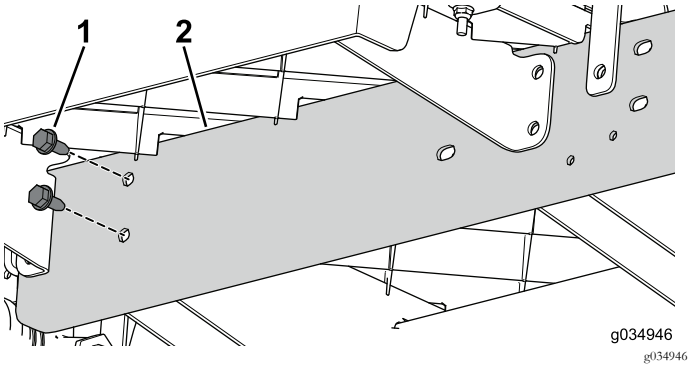

Figur 26
6. Brug de to bolte (5/16 x 3/4 tomme) til løst at montere forlængerskinnen på midterkanalen på den forreste del af maskinen (Figur 26).